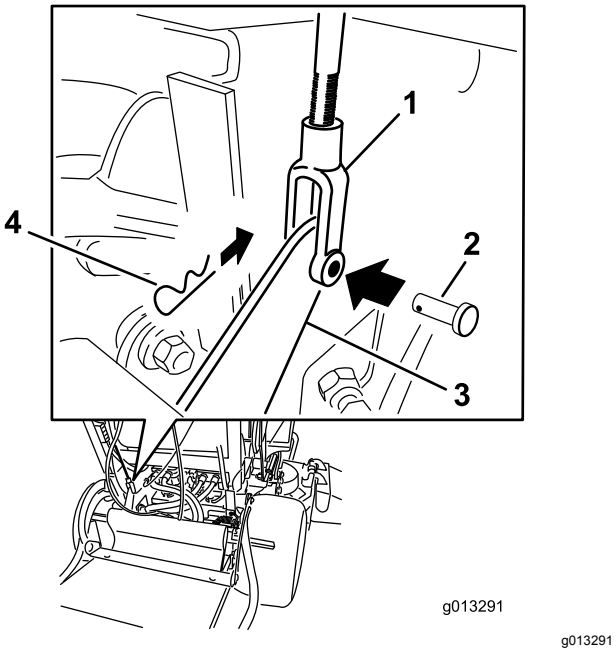

**Figuur 63**
4. Om de rem af te stellen, verwijdert u de borgpen en de gaffelpen uit de onderste remhendel en de gaffel (Figuur 63).
7. Bevestig de gaffel aan de onderste remhendel met de borgpen en de gaffelpen (Figuur 63).